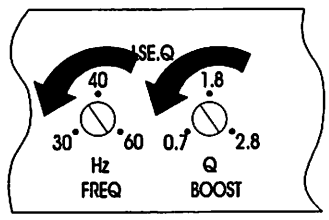

FIG. 5 LSE.Q Setting
- Adjust frequency and boost control to full CCW position. (See figure 5)